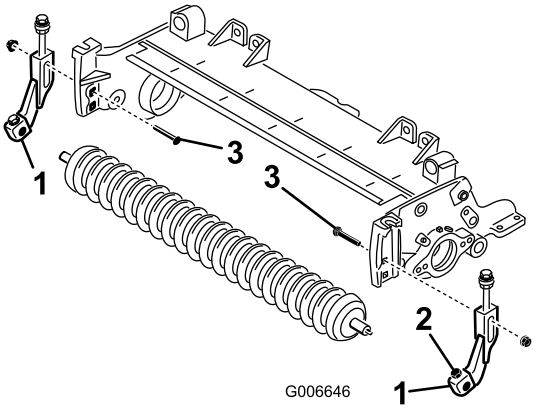

Figura 20
18. Centrate il rullo tra le staffe e bloccatelo con le viti a testa cilindrica e i dadi di bloccaggio (Figura 20).